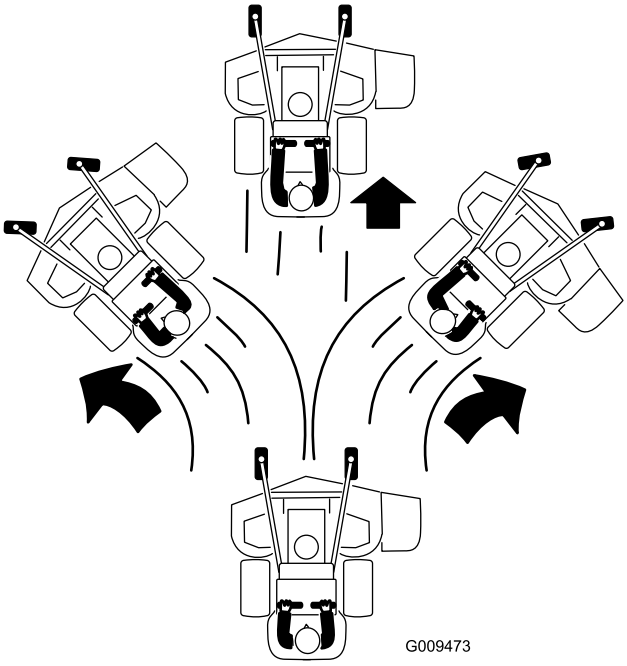

**Figur 23**
4. Skyv bevegelseskontrollspakene langsomt fremover (Figur 23).